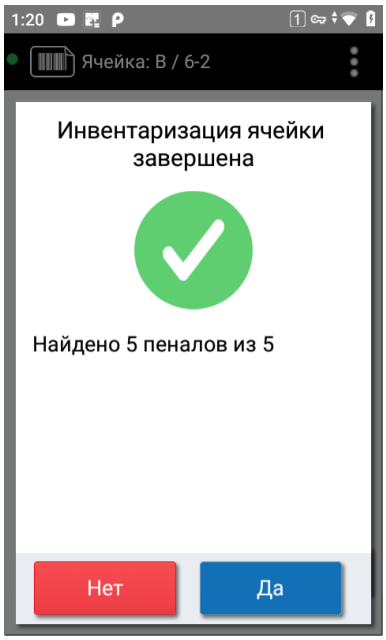

Рисунок 101. Инвентаризация ячейки завершена
5. Нажмите «Действия» и выберите «Завершить ячейку». ТСД покажет итог: «Найдено N пеналов из M», сколько будет добавлено, изменено и перемещено во времянку (см. Рисунок 101). Нажмите «Да», чтобы сохранить результат, и считайте ШК следующей ячейки или нажмите «Возврат в меню».